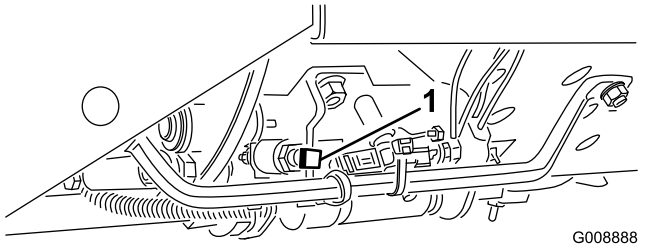

**Figur 31**
**Vigtigt: Klippehastigheden er fabriksindstillet til 9,7 km/t. Den kan øges eller mindskes ved at justere hastighedsstopskruen (Figur 31).**